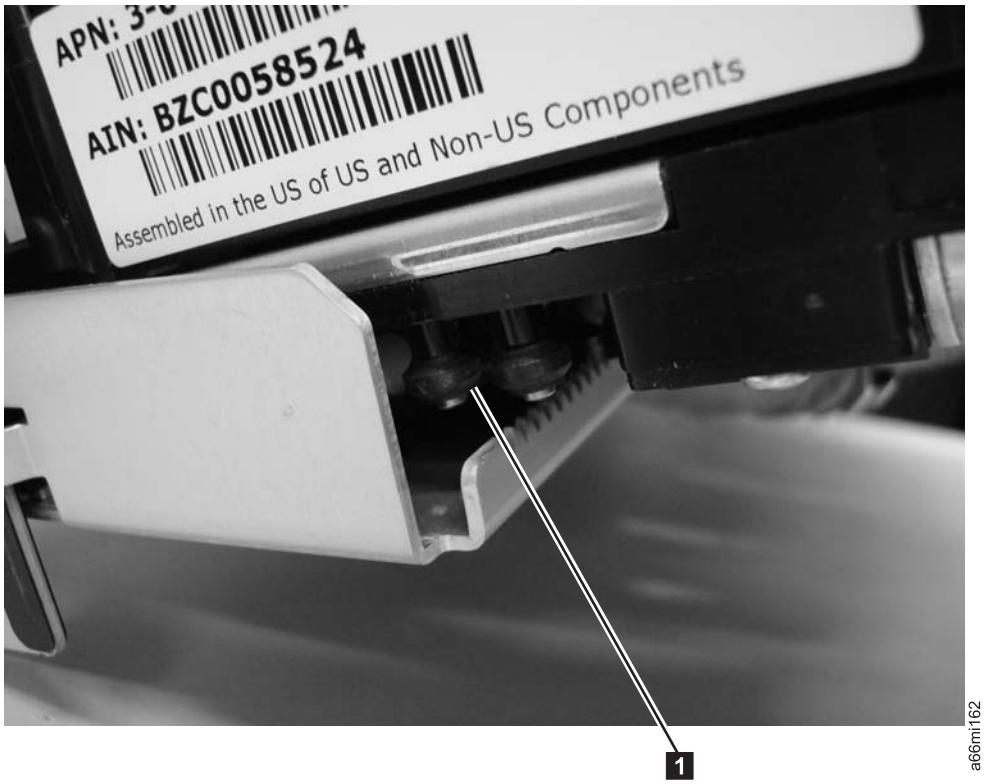

Figure 7-101. Picker Assembly rollers
b. There are two rollers on the Picker Assembly that align with the two slots in the M2 Robot Assembly (see Figure 7-101). Once the rollers are resting on the M2 Robot Assembly, release the lever.